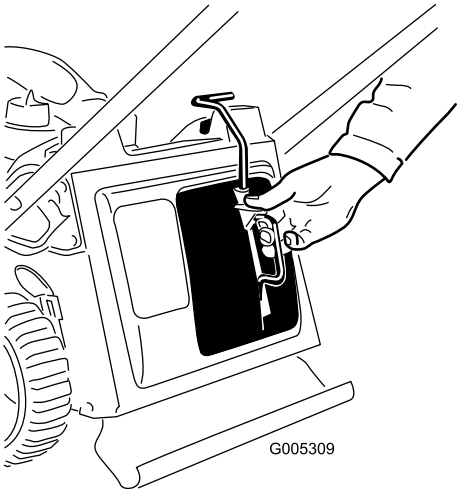
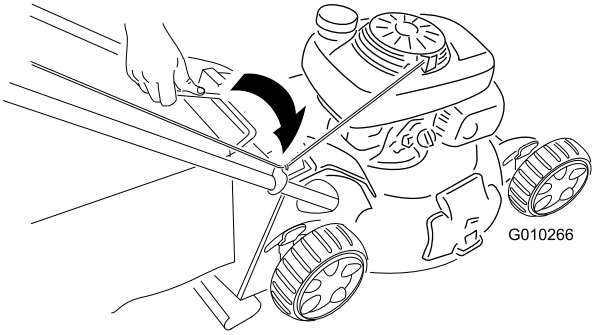

Figuur 18
Figuur 19
1. Plaats de mulchplug (Figuur 18) of de grasvanger (Figuur 19) op de maaimachine.